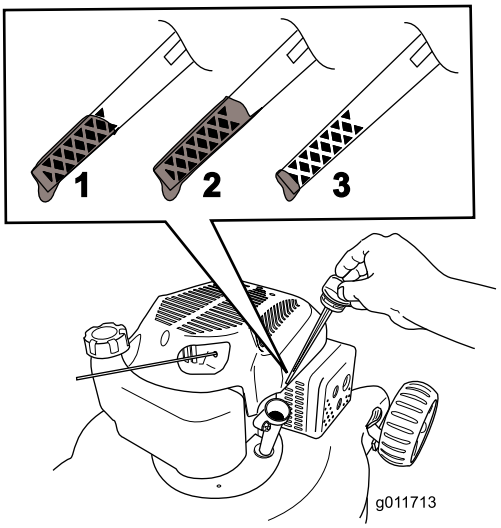

Figur 8
5. For å se oljenivået på peilestaven, se Figur 8).
Merk: Fyll motorveivhuset med olje til peilestaven viser at motoroljenivået er korrekt som vist i Figur 8. Hvis du fyller for mye olje på motoren, fjern den overflødige oljen som oppgitt i Skifte motoroljen.